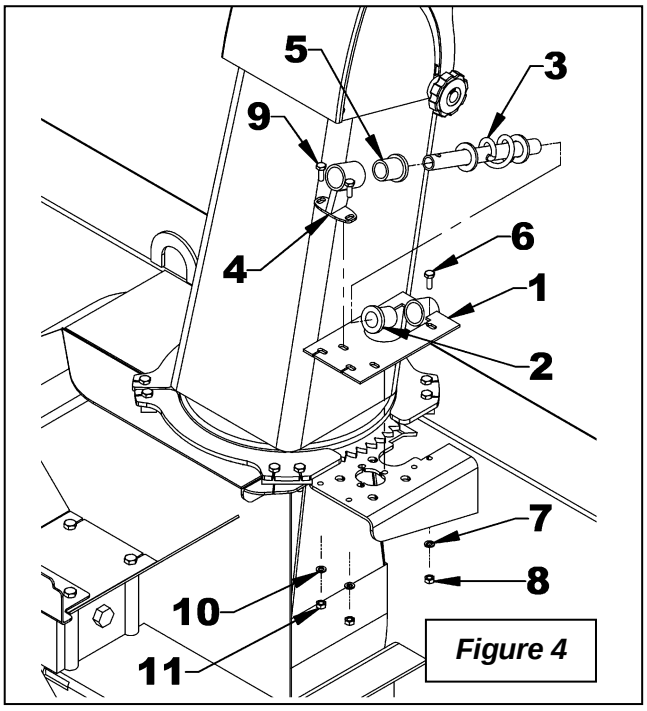

Figure 4
2. **Figure 4:** Install the rotation tube support (item 1) on the chute base. Secure using a 1/4"NC x 3/4" bolt, a 1/4" lockwasher and a 1/4"NC nut (items 6-7-8). Do not tighten.
3. **Figure 4:** Insert a 1 5/16" plastic bushing (item 2) in the rotation tube support (item 1), then insert the rotation worm (item 3).
4. **Figure 4:** Insert the other 1 5/16" plastic bushing (item 5) in the rotation worm support (item 4), and then slide on the rotation worm. Secure with two 1/4"NC x 3/4" bolts and 1/4"NC nuts (items 9-10-11). Do not tighten.